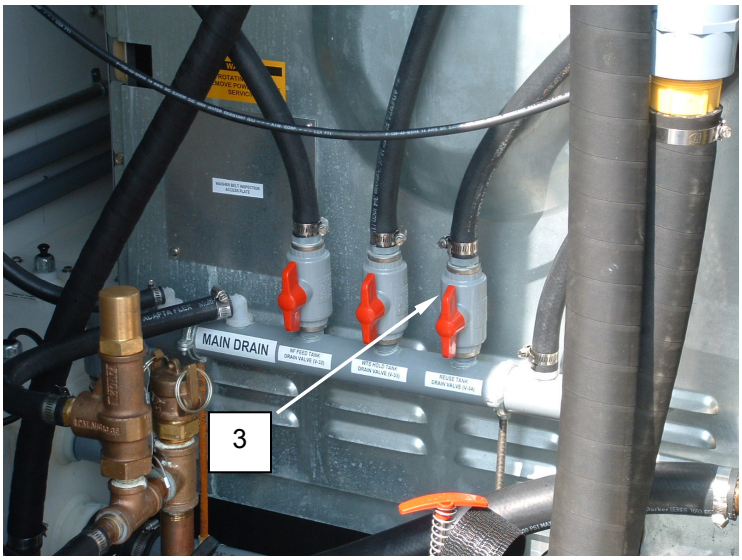

Figure 12. Sodium Bisulfite Preservation Procedure.
12. Open Reuse Tank drain V-34 **(Figure 12, Item 3)** on the drain manifold, and allow the Reuse Tank to drain completely.
13. Close Reuse Tank drain V-34 **(Figure 12, Item 3)** when the tank has completely drained.